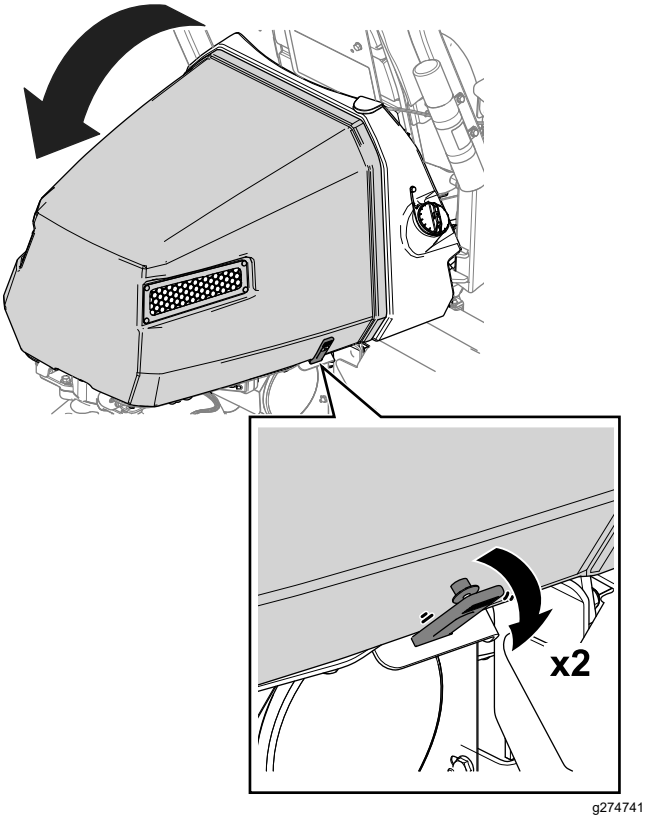

Bild 40
1. Lösen Sie die Gurte von beiden Seiten der Motorhaube (Bild 40).
2. Öffnen Sie die Motorhaube (Bild 40).